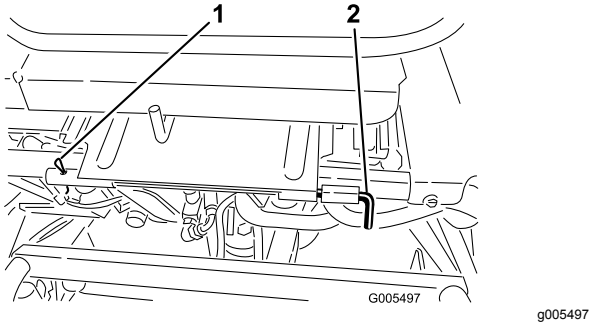

Figuur 29
3. Laat de stoel neer en verwijder de rolpen waarmee de draaistang van de stoel is vastgezet aan het frame (Figuur 29).